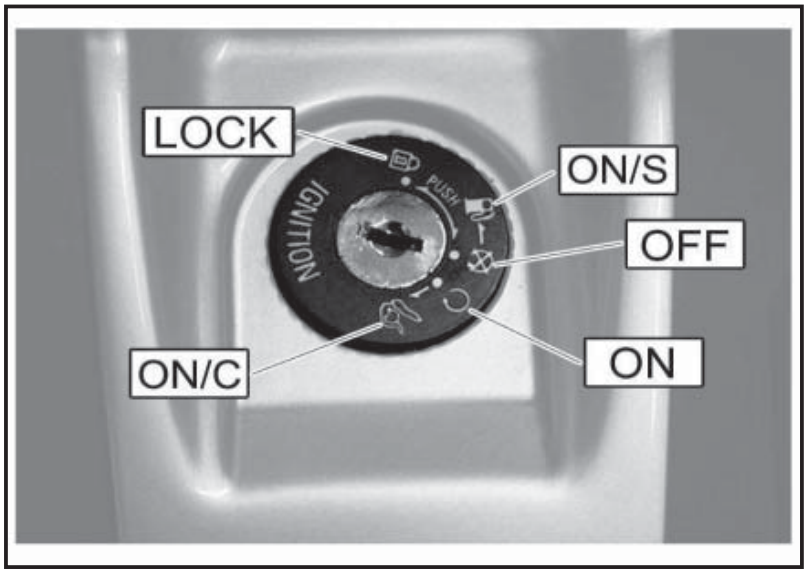

Fig. 02 QSI0022
4.13 CONMUTADOR DE LLAVE (Fig. 02)